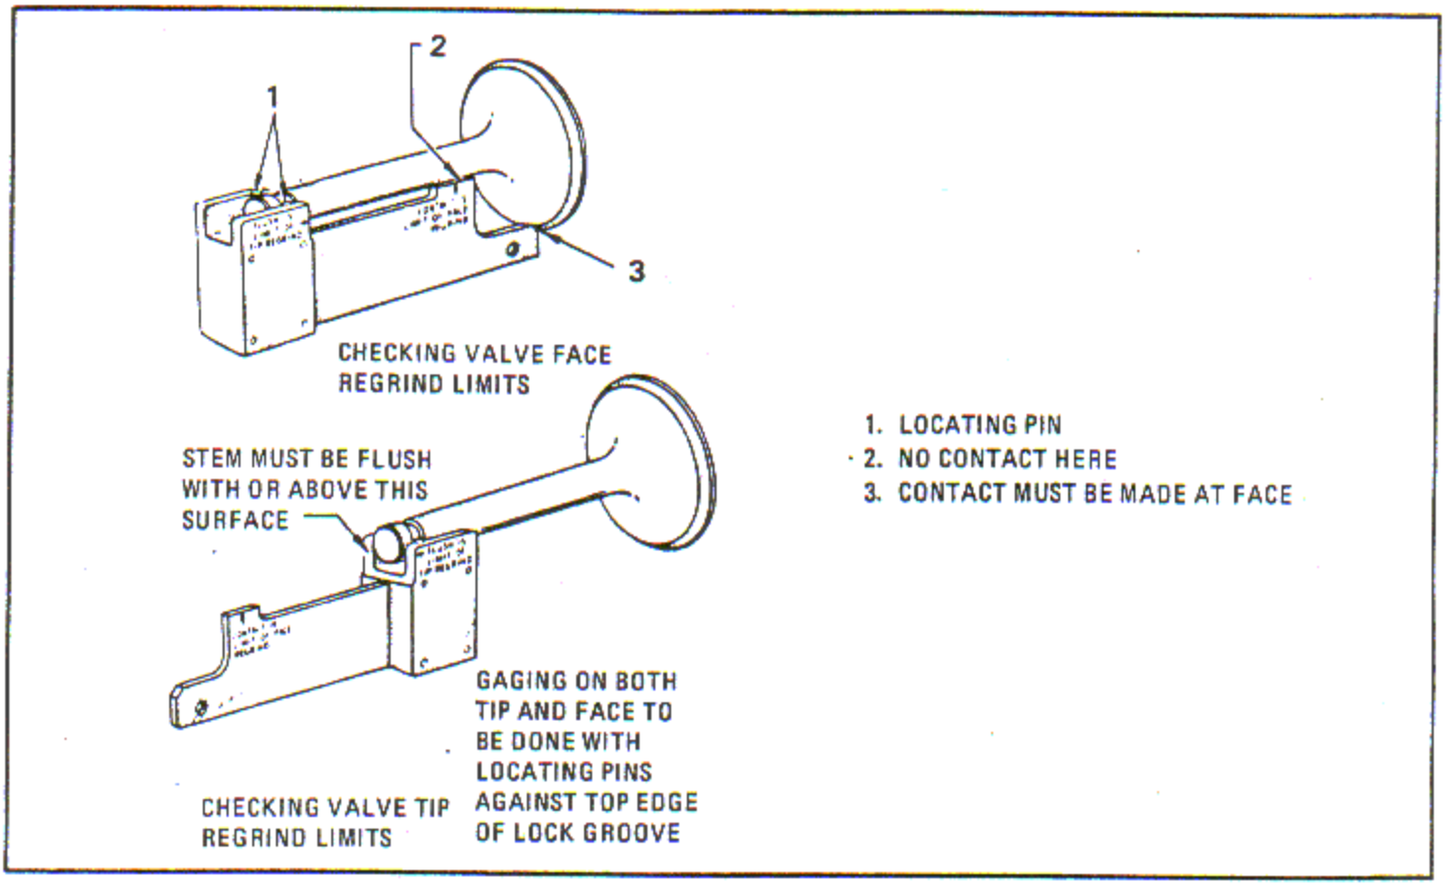

Figure 6-152. Valve Face and Tip Regrind Limits
g. Check intake and exhaust valves using proper regrind limit gages to determine if regrind limits of valve face and tip have been exceeded. See figure 6-152.